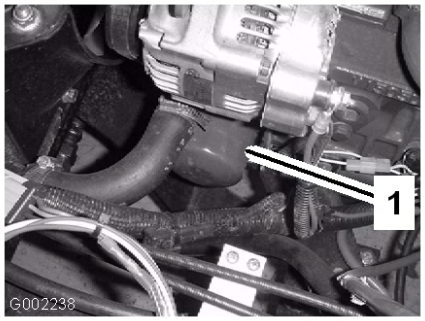

Figur 41
7. Fjern det gamle oliefilter (Figur 41).
10. Monter det nye oliefilter på filteradapteren. Drej oliefilteret med uret, indtil gummipakningen berører filteradapteren. Spænd derefter filteret yderligere 1/2 omgang (Figur 41).